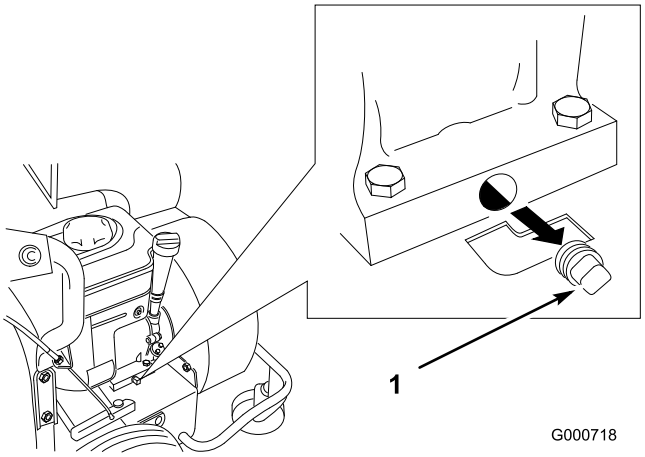

Figur 27
4. Gør området omkring aftapningsproppen rent (Figur 27).